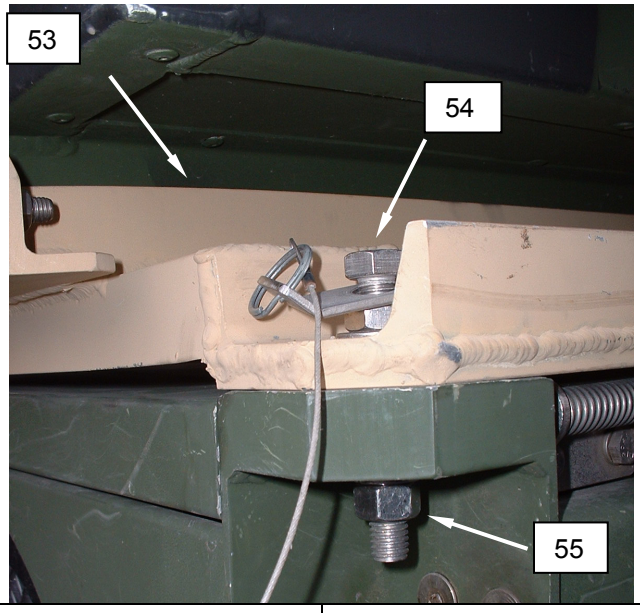

Figure 15. Prepare CBL for Use.
5. Lift ASH **(Figure 15, Item 50)** and place into position on left of CBL container.
6. Remove attaching bracket bolts **(Figure 15, Item 54)** and nuts **(Figure 15, Item 55)**. Install nuts **(Figure 15, Item 55)** back onto bolts **(Figure 15, Item 54)** to ensure hardware is kept together. Remove attaching bracket **(Figure 15, Item 53)** from FDECU **(Figure 15, Item 51)**. Stow attaching bracket **(Figure 15, Item 53)** with attached hardware in area between the CBL container and the TEMPER.
7. Lift and place FDECU **(Figure 15, Item 51)** into position on left of TEMPER.
8. Set up and operate the FDECU **(Figure 15, Item 51)** or ASH **(Figure 15, Item 50)**, as applicable. Refer to TM 9-4520-258-14 for procedures to setup and operate the ASH; refer to TM 10-4120-411-14 for procedures to setup and operate the FDECU.